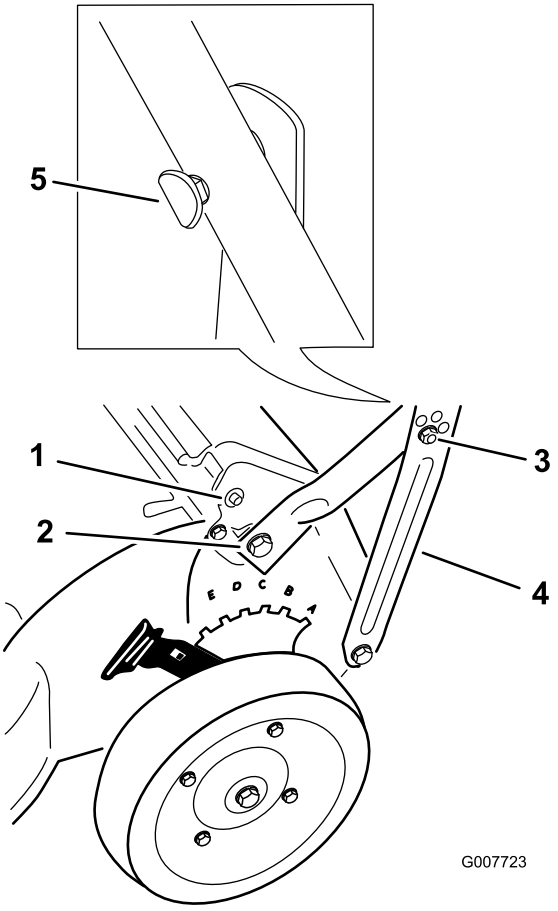

Figuur 3
3. Bevestig de beugels van de handgreep aan de onderste handgreep met 2 zeskantige bouten en 2 borgmoeren(Figuur 3).
Opmerking: Bevestig de kabelklemband zo laag mogelijk op de handgreep om te voorkomen dat de kabel (s) vasthaakt (vasthaken) aan de kap op het uiteinde van de stang van de achterklep en in zelfaandrijving komt (komen (Figuur 3).